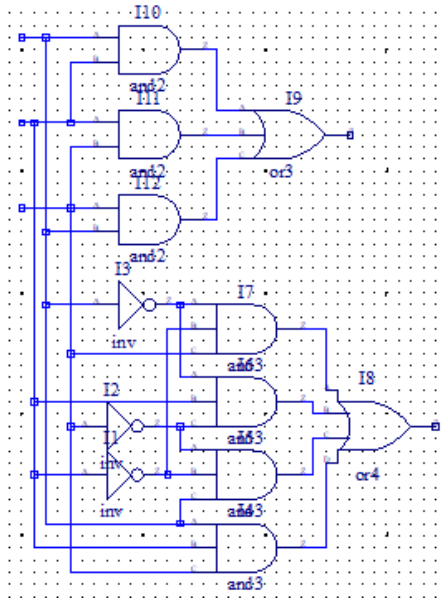

Figure 17: Schematic with logic elements and interconnections
A schematic with the logic elements and interconnections is shown in Figure 17.
In order to give names to the outputs of the circuit shown in Figure 17, short lines must be drawn at the ends (Z) of the outputs of the corresponding logic elements (Figure 19, b).